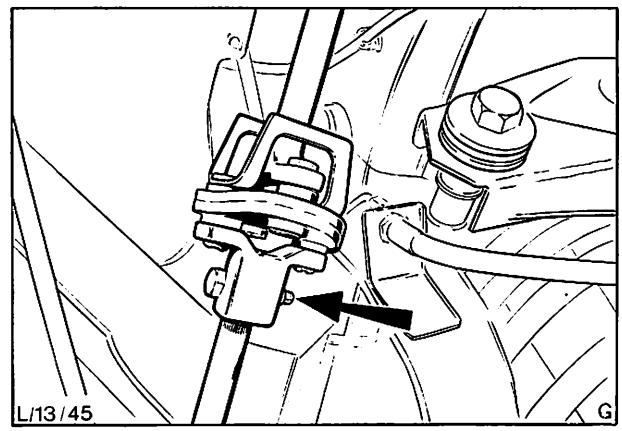

Abb. 22 Klemmschraube der Lenkverbindung
14. Klemmschraube der Lenkverbindung ansetzen und festziehen, Abb. 22.